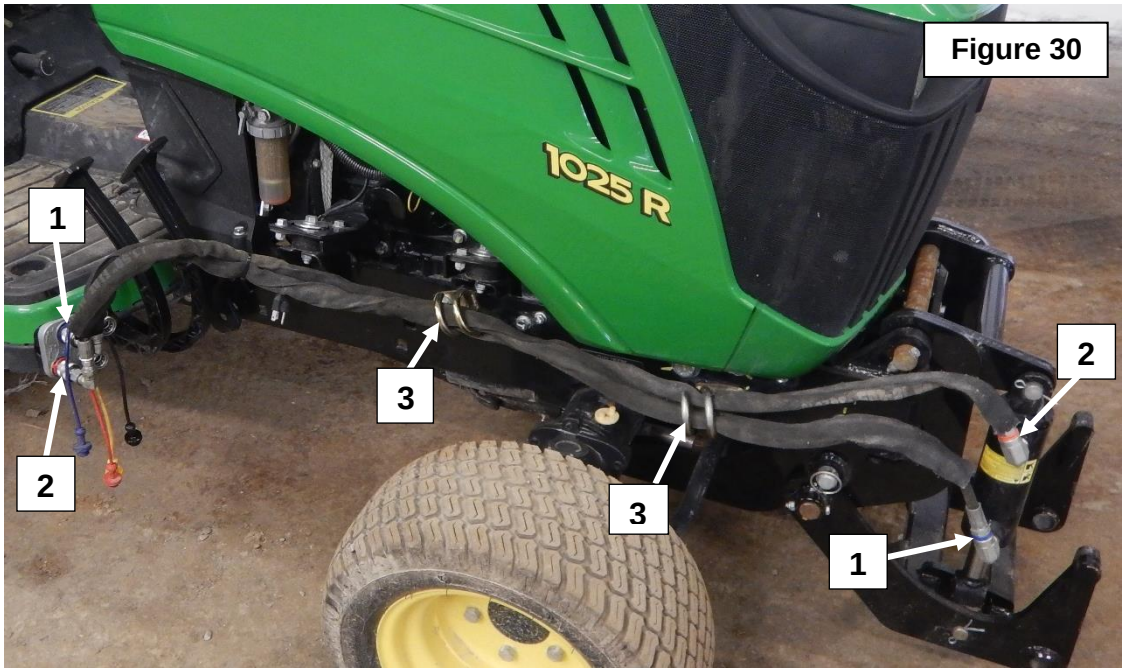

Figure 30
4. **Figure 30 :** Insérer les deux boyaux (items 1-2) dans les 2 supports de boyaux (item 3) et brancher les accouplements hydrauliques selon les indications de la **figure 30**.